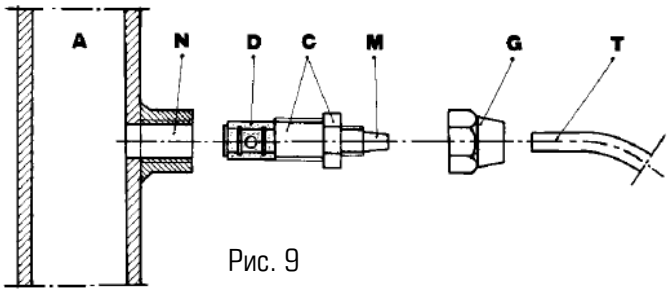

Рис. 9
g. – Выберите наиболее подходящее место для врезки в систему и установите в нем коннектор (или тройник) с внутренней резьбой 3/8" (BSPm). Данный коннектор (или тройник) не входит в комплект поставки насоса. Вкрутите в этот коннектор клапан впрыска реагента, как показано на рис. 9. Затем подсоедините шланг сброса к клапану впрыску и закрутите гайку **G**. В данной ситуации клапан впрыска реаге нта также выполняет функцию невозвратного клапана (посредством цилиндрической муфты, установленной на клапане впрыска, выполненной из эластомера Viton, входящей в стандартный вариант поставки насоса).
3.1. СХЕМА УСТАНОВКИ КЛАПАНА ВПРЫСКА (Рис.9)